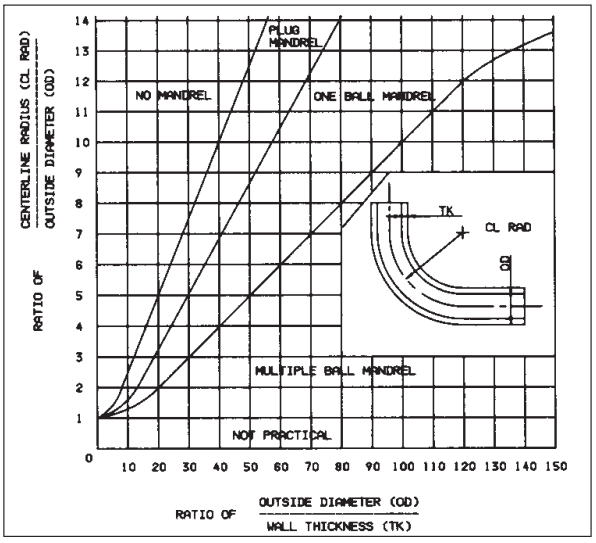

Fig. Q31 — Mandrel Graph Chart
* See Fig. Q31 for mandrel usage.